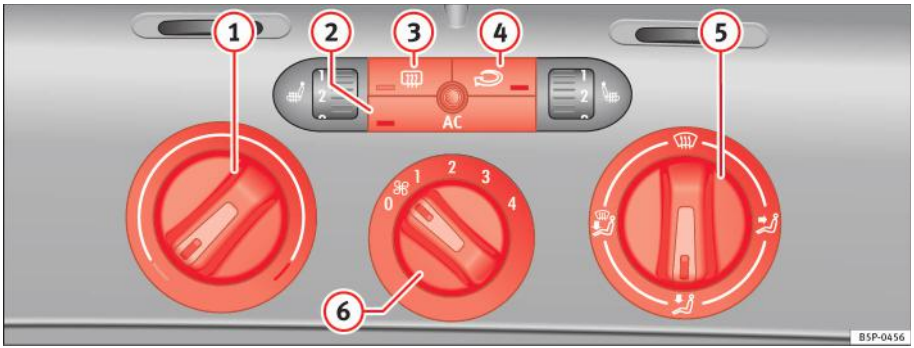

Fig. 125 Pe planşa de bord: Butoanele sistemului de climatizare Climatic
– Utilizând comenzile ⇒ fig. 125 (1) şi (5) şi comanda (6), puteți seta temperatura, distribuția aerului şi turația aerotermei.
– Pentru activarea sau dezactivarea unei funcții, apăsați butonul corespunzător (2), (3) sau (4). Când funcția este activată, ledul din colțul de jos al butonului se aprinde.
(1) Selectorul de temperatură ⇒ pagina 164
(2) Butonul AC – Pentru activarea/dezactivarea sistemului de încălzire, ventilație şi climatizare ⇒ pagina 164
(3) Butonul – Luneta încălzită. Încălzirea va fi dezactivată automat la aproximativ *20 de minute* după activare. Poate fi dezactivată mai înainte prin apăsarea butonului.
(4) Butonul – Modul de recirculare a aerului ⇒ pagina 166
(5) Butonul pentru controlul distribuției aerului ⇒ pagina 164
(6) Comutatorul pentru aerotermă. Există patru trepte de viteză pentru fluxul de aer. În timpul deplasării cu viteză mică, fluxul de aer trebuie reglat la viteza cea mai redusă.
– Porniţi climatizarea utilizând butonul ⇒ pagina 163, fig. 125 AC.